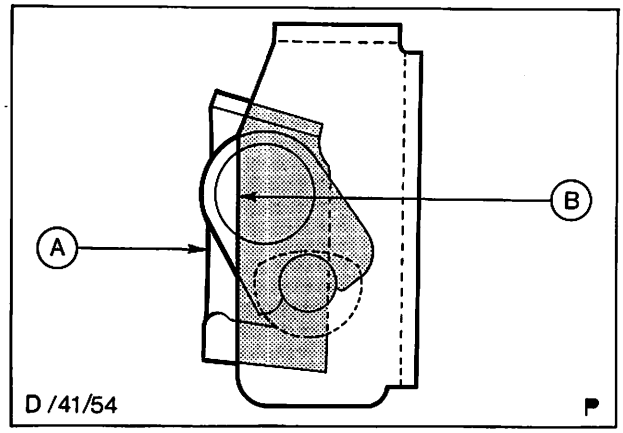

Abb. 33 Ausrichtung Türschloßflansch
2. Stellung Außenkante – Schließdornplatte und Außenkante – Türschloßflansch kontrollieren. Beide Kanten, „A" und „B", Abb. 33, müssen parallel zueinander verlaufen.